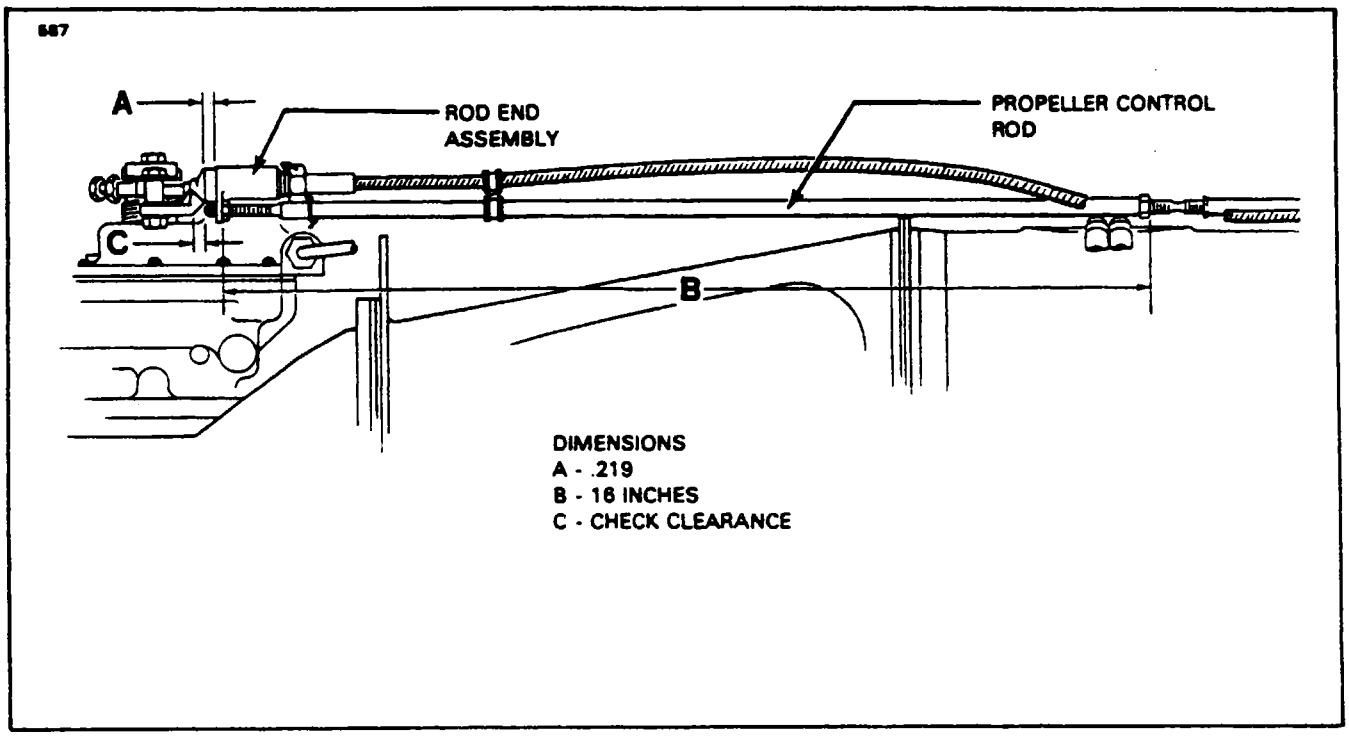

Figure 14-46. Propeller Synchrophaser Rigging (Left Engine Only)
14-122. REMOVAL OF TRIMMER ASSEMBLY. (Refer to Figure 14-46.)
h. With the trimmer assembly and actuator motor at these centered positions, connect the flexible shaft to the trimmer and secure with nut and safety wire as shown in Figure 14-46.
14-124. SYNCHROPHASER RIGGING. (Refer to Figure 14-46.)
c. Disconnect the synchronizer flex shaft from the motor and drive the shaft to extend the trimmer from the rod end assembly .219 of an inch. (Refer to Figure 14-46, Dimension A.)
d. Adjust the propeller control rod to obtain 16 inches between the stop nuts at each end of the rod. (Refer to Figure 14-46, Dimension B.) This is an initial setting only.
g. Drive the synchronizer flex shaft to extend the trimmer .219 of an inch. (Refer to Figure 14-46, Dimension A.)
k. Check the clearance between the trimmer and rod end assembly as shown in Figure 14-46, Dimension C.